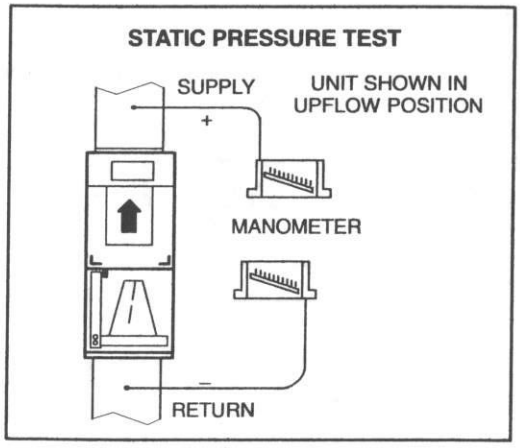

FIGURE 26
1. Measure tap locations as shown in figure 26.